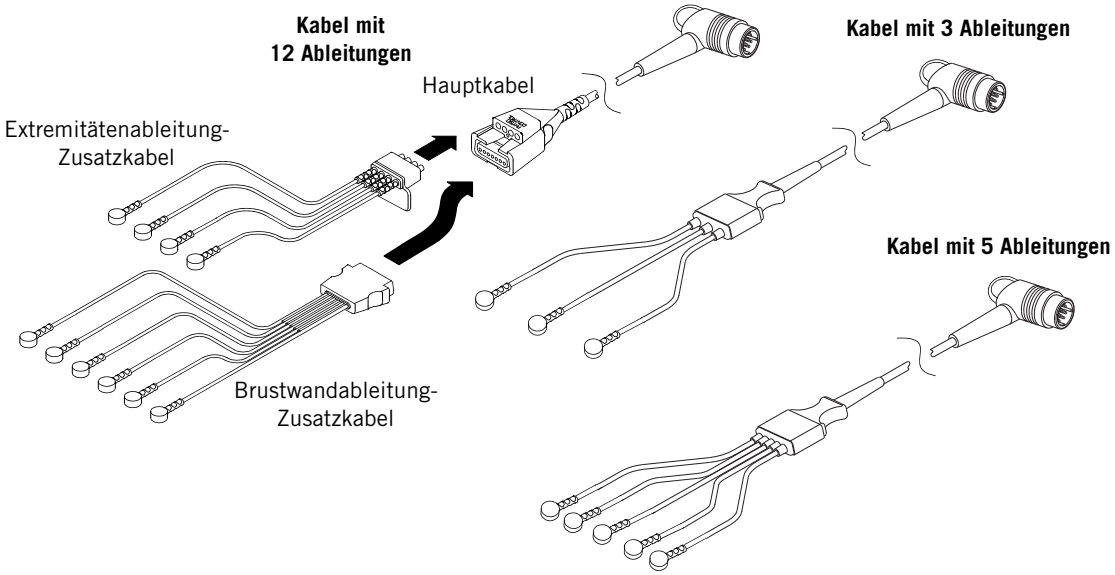

Abbildung 4-2 EKG-Kabel mit 3, 5 und 12 Ableitungen
Die folgenden EKG-Kabel (siehe Abbildung 4-2) können zur EKG-Überwachung mit dem LIFEPAK 15 Monitor/Defibrillator verwendet werden:
1. Das Brustwandableitung-Zusatzkabel wie in Abbildung 4-2 auf Seite 4-8 gezeigt mit dem Hauptkabel verbinden.